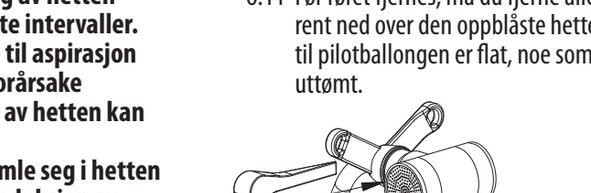

Fig. 1
6.10 Hvis det er vanskelig å koble tilbehørskomponenter fra trakeostomislangens 15 mm ISO-kopling, brukes den medfølgende kilen til å presses inn mellom flensene på de to kontaktdelene til de separeres. (Se Fig 1)